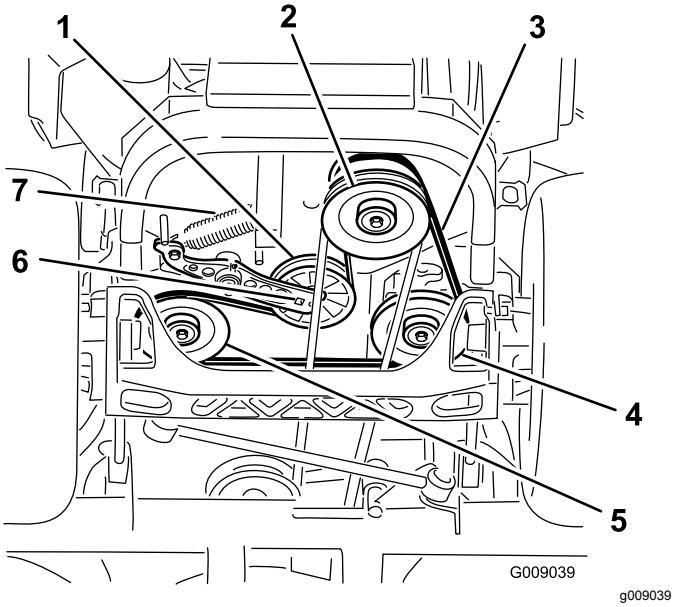

Figuur 84
4. Breng de machine omhoog en ondersteun ze met assteunen (Figuur 84).
5. Gebruik een ratelsleutel in de vierkante opening in de arm van de spanpoelie om de veer te verwijderen (Figuur 84).
6. Haal de veer van de arm van de spanpoelie (Figuur 84).
9. Gebruik een ratelsleutel in de vierkante opening in de arm van de spanpoelie om de veer aan het frame te bevestigen (Figuur 84).